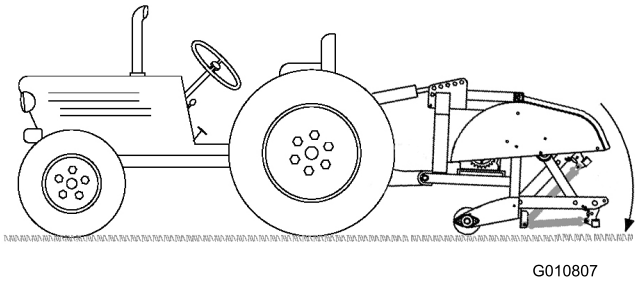

Rysunek 14
4. Opuść aerator na podłoże i wysuń do końca siłownik hydraulicznego łącznika górnego lub łącznik górny (Rysunek 14).